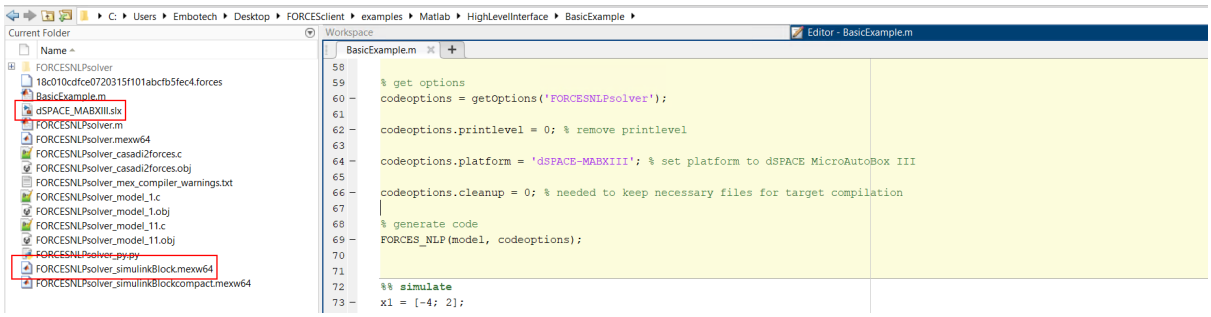

Figure 10.34: The `.<mex_extension>` solver file is in the same path as the model.
5) The `FORCESNLPsolver_simulinkBlock.<mex_extension>` file (created during code generation) needs to be in the same path as your model (see Figure 10.34).